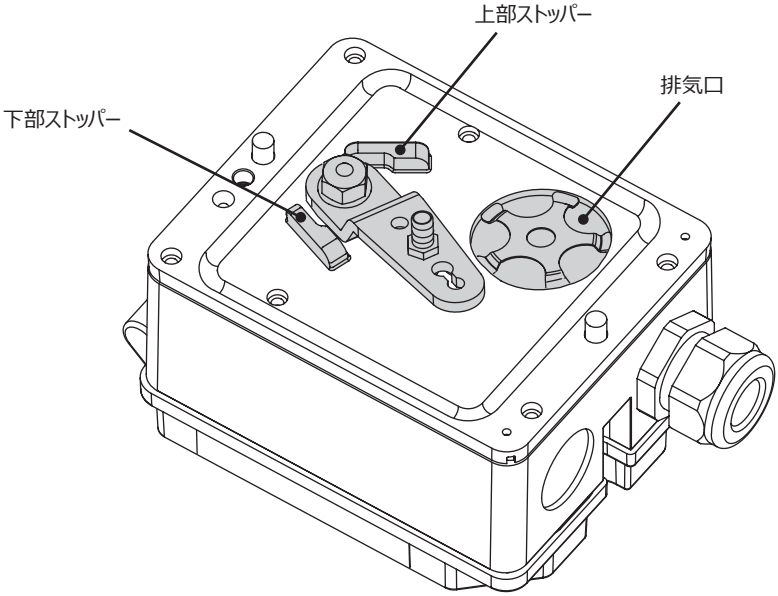

図 4: メカニカルストッパーと排気口
➔ **ポジショナは、排気口（図 4）を上に向けた状態で取り付けないでください。**
1. レバーを下部メカニカルストップまで動かし（図 4 を参照）、固定します。元に戻し、レンチ（スパナ溝幅 SW 10）を使ってナットを取り外します。